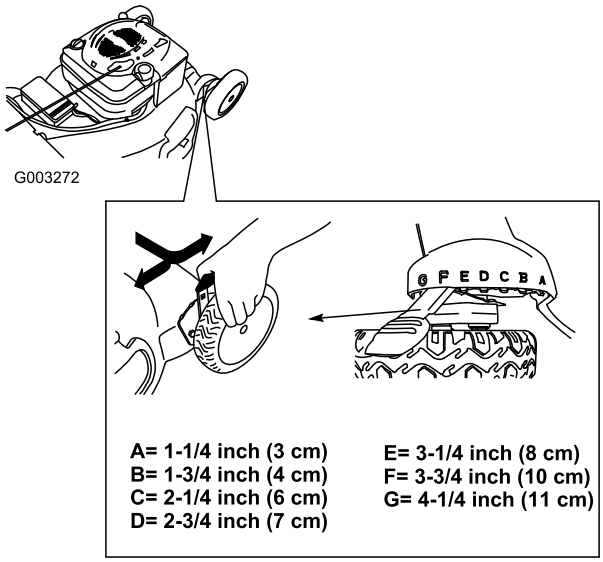

**Figuur 11**
**Opmerking:** Om de maaimachine hoger te zetten moet u de 4 maaihoogtehendels naar voren bewegen; om de machine lager te zetten moet u deze allemaal naar achteren bewegen (Figuur 11).